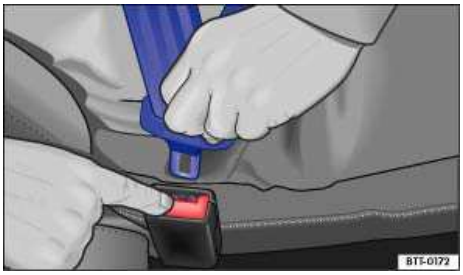

Fig. 54 Releasing the buckle tongue from the belt buckle.
- Press the red button on the buckle ⇒ fig. 54. The buckle tongue is ejected.